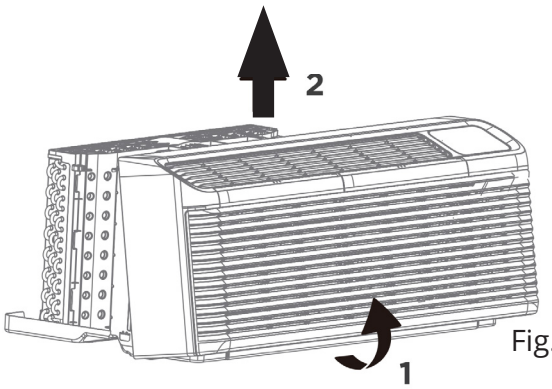

Fig. 3-3
2. Lift the front panel up. (See Fig. 3-3.)